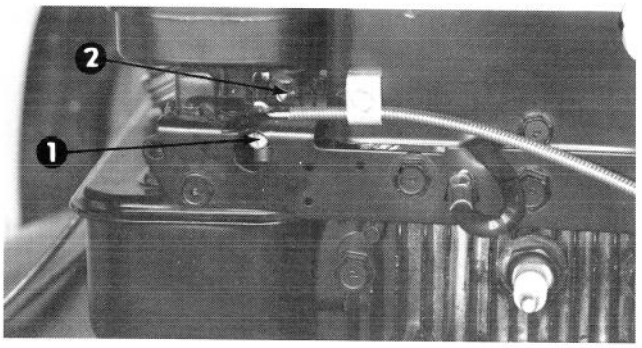

Figure 29
1. Needle Valve (Fig. 29) – Close valve by gently rotating it clockwise.
4. Rotate needle valve (Fig. 29) clockwise, 1/8 turn at a time, until engine starts to lose speed. Let engine react to each 1/8 turn setting.
5. Rotate needle valve (Fig. 29) counterclockwise-out – 1/8 turn at a time, until engine first starts to run rough. Let engine react to each 1/8 turn setting.
6. Rotate needle valve (Fig. 29) clockwise – in – very slowly until engine starts to run smoothly. This setting under no load may be slightly rich; however, the slightly rich setting will assure proper operation when engine is under load.
7. Move throttle control backward so engine idles. Rotate idle adjusting screw (Fig. 29) until engine speed is 1750 rpm.